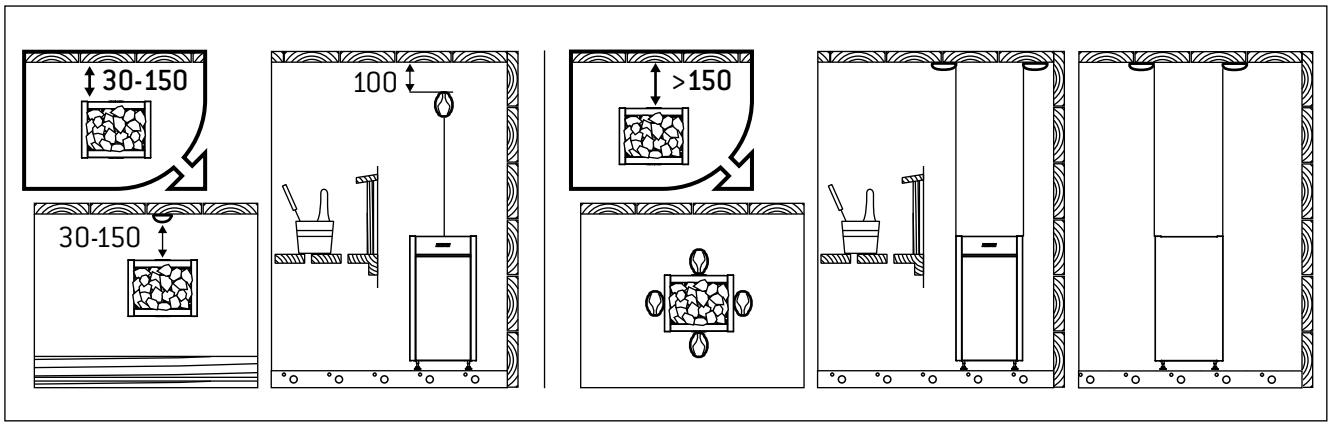

Рисунок 6. Установка датчиков (все размеры приведены в миллиметрах)
- Установите датчик на стену сауны, как показано на рис. 6. При установке каменки от стены далее, чем 150 мм, датчик должен быть установлен на потолке.